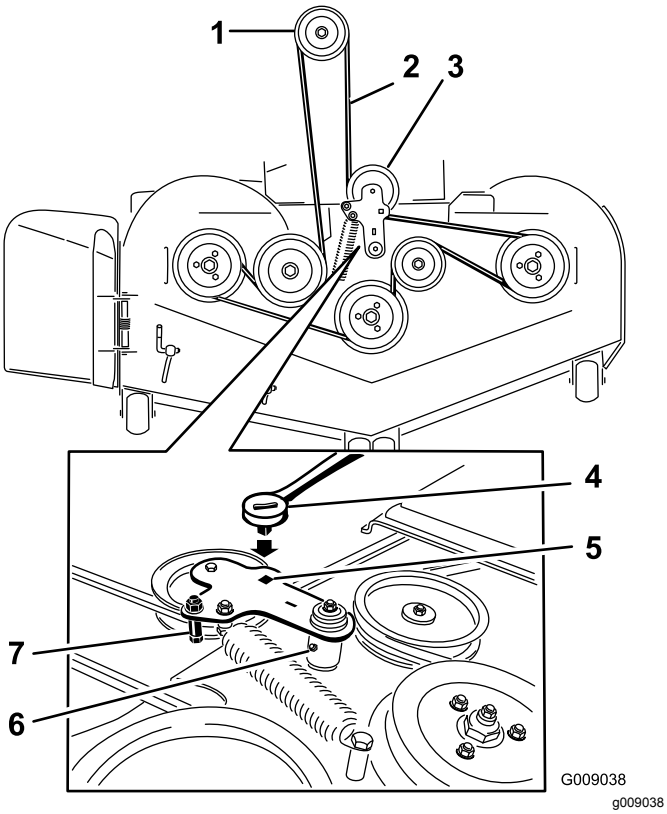

**Figur 84**
7. Använd en spärrhake i det fyrkantiga hålet i mellandrevsarmen för att flytta spänningen från mellanremskivfjädern (Figur 84).
9. Ta bort remstyrningen på den fjäderbelastade mellandrevsarmen (Figur 84).
11. Montera en ny rem runt klipparremsskivorna och kopplingsskivan under motorn (Figur 84).
12. Montera remstyrningen på mellandrevsarmen (Figur 84).
13. Använd spärrhaken i det fyrkantiga hålet för att montera mellanremskivfjädern (Figur 84).